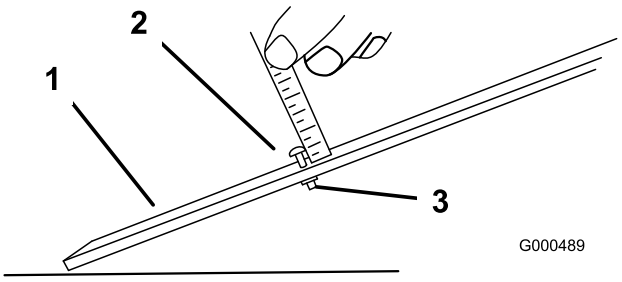

Figur 15
2. Lossa muttern på mätstången och ställ in justerskruven på önskad klipphöjd (Figur 15). Avståndet mellan skruvhuvudets nedersta del och stångens ovansida är lika med klipphöjden.